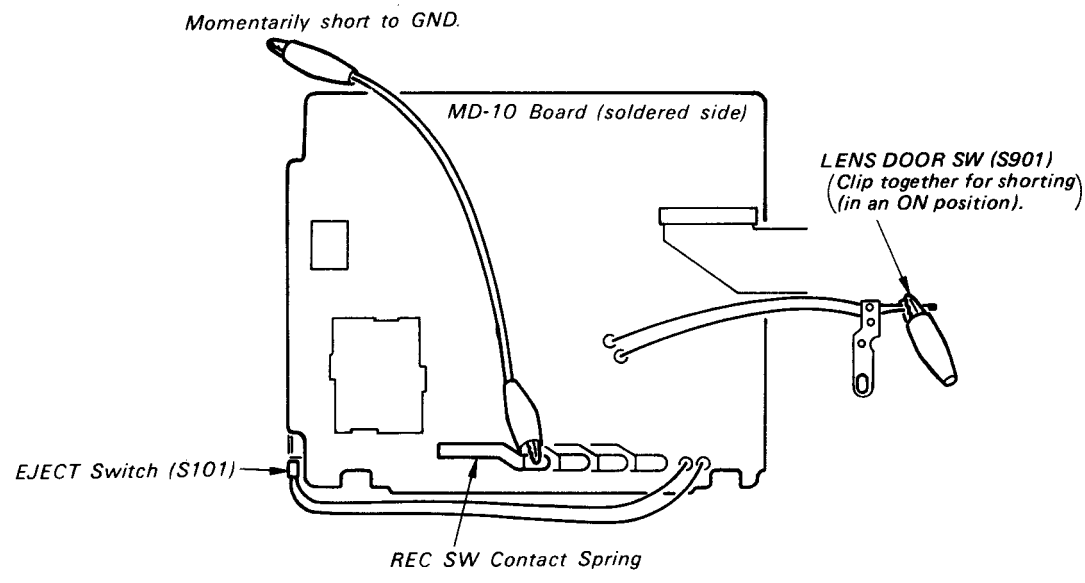

Fig. 1-12
3) When making adjustments, be sure to short (for an ON position of) LENS DOOR SW (S901) with a clip or equivalent first, before engaging REC (record), Stand-by, and PB (Playback) (for the tape path adjustment or similar) modes (see Fig. 1-12).
Repeating this process will set REC and Stand-by alternately and cyclically (see Fig. 1-12).
5) To take the cassette out, short EJECT SW (S101) in a stand-by mode to have the cassette ejected (see Fig. 1-12).